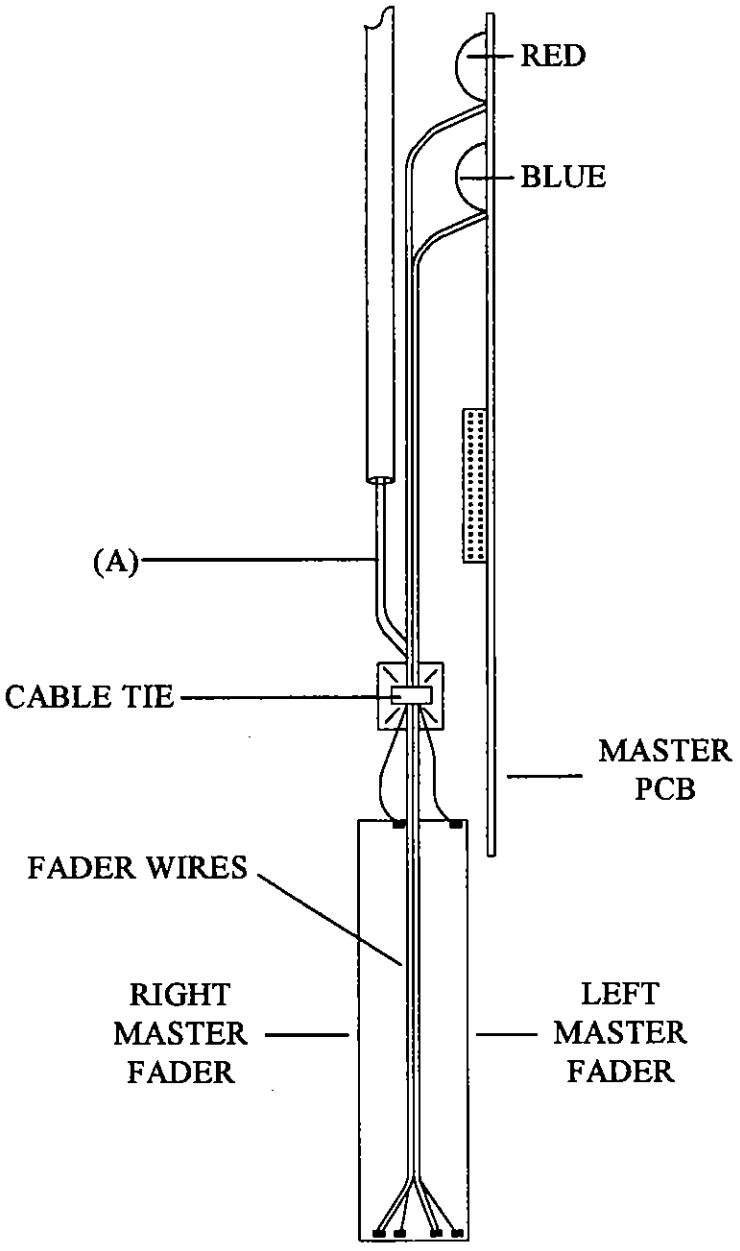

Fig. 4.
4. Locate the right & left Master fader wires running from the master faders to the Master PCB (PCB No: AG0310), *see Fig. 4*. De-solder the screened red and blue wires from the faders and the PCB. Clean up the holes in the Master PCB using suitable solder braid or a solder sucker. Cut the cable tie that holds the wires to the front panel and remove the screened wires. Then unsolder the red and blue wires (A) that connect to the top of the right & left Master faders. **Do not** remove them as they will be required at a later stage.